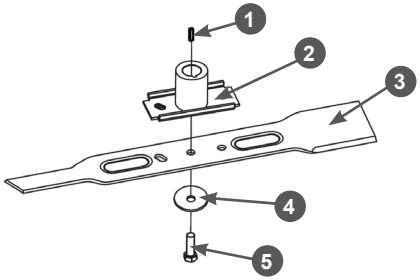

Рис. 23 Установка ножа
2. С помощью соответствующего инструмента открутите болт 7 крепления ножа и снимите нож (Рис. 23).
3. Снимите с вала двигателя адаптер 3 ножа и втулку 2 адаптера (Рис. 23).
4. Убедитесь в том, что шпонка 1 адаптера на месте и не имеет повреждений. Во избежание утери шпонки во время заточки ножа или других работ по обслуживанию газонокосилки извлеките шпонку из вала и уберите в надёжное место (Рис. 23).
7. Установите все детали на место в порядке, обратном снятию. Схема установки показана на Рис. 23. 8. Зафиксируйте нож от проворачивания и надёжно затяните болт 5 крепления ножа (Рис. 23).